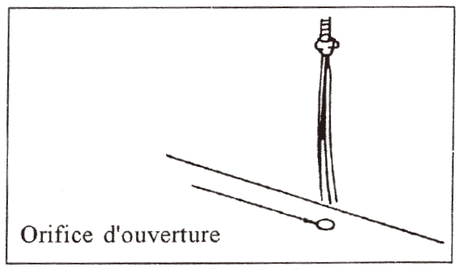

Fig. 14 Tirez le câble électrique d'alimentation
8. Localisez la hotte au fond du cabinet. Faîtes passer le fil électrique à travers l'orifice et fixez-le sur la hotte. (Fig.14)